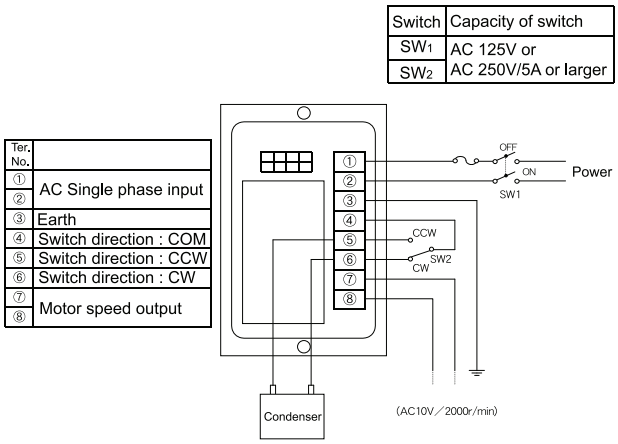

Fig 3. Rear view of unit-type speed controllers
4) Switching the operation direction (Fig 3)
To switch the operation direction, install the power switch (SW1) and forward/reverse operation switch (SW2) as shown in Fig3. You can't switch between forward and reverse operation instantly. Turn off the power switch (SW1), then operate the forward/reverse